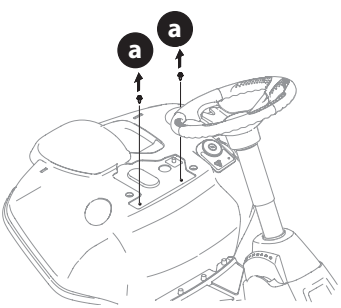

Figura 5
2. Extraiga los dos pernos autorroscantes (a) instalados en fábrica en el montable (Figura 5).